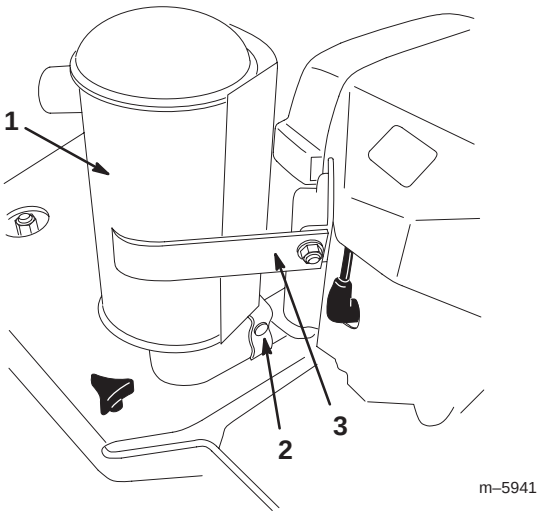

Figure 12
1. Loosen the clamp (Fig. 12).
2. Rotate the muffler forward into the position shown in Figure 12.
3. Secure the muffler bracket (Fig. 12) to the engine bracket with the hardware provided.